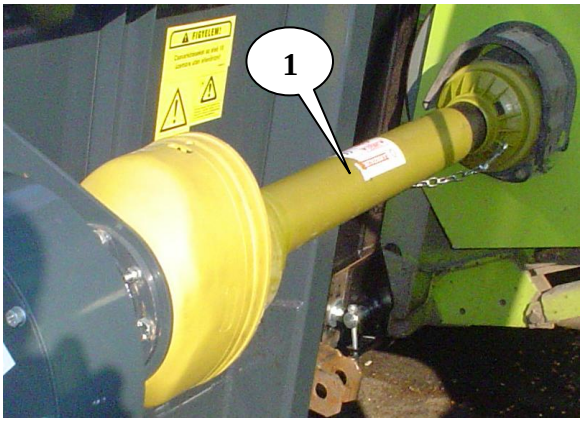

Рис. 3/b.
С заменой приводного колеса (2) (Рис. 3/a.) или приводимого колеса (3) можно изменить частоту вращения привода. Заводская установка частоты вращения привода составляет 500-550 1/мин. Натяжённость приводных цепей осуществляется с помощью пружинного механизма. Привод происходит с помощью двойной 3/4” роликовой цепи.